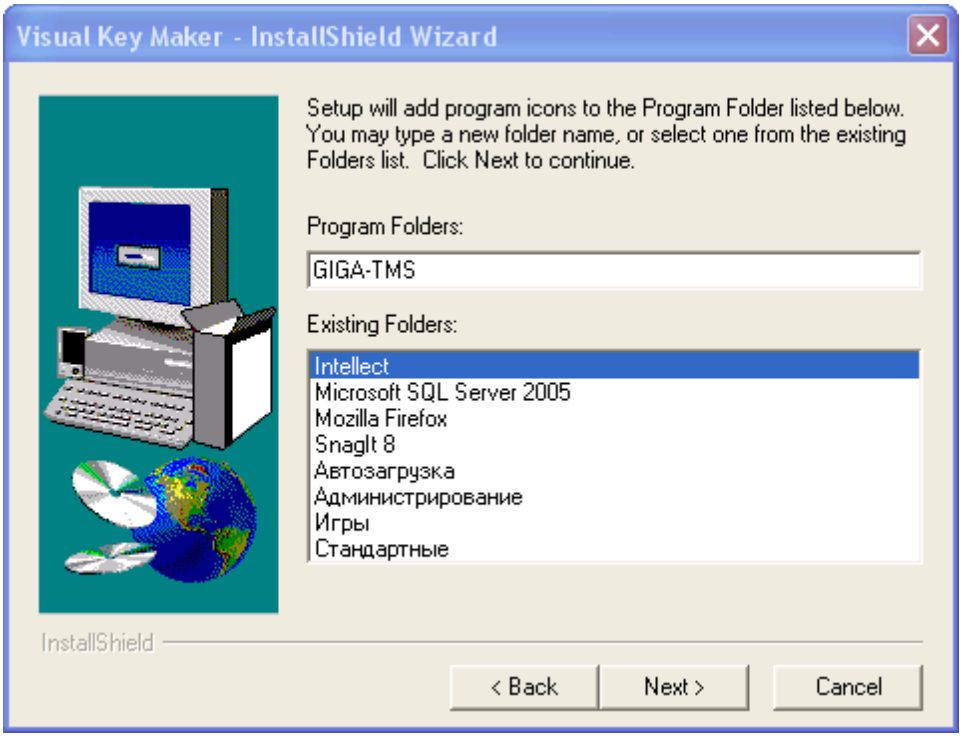

Figure 8.9-7. Name of folder, created in Windows OS Start menu
8. Enter the name of a program folder, created in Windows OS “Start” menu (displayed by selecting “Start” -> “All programs”), where the launching commands for this program will be displayed (Figure 8.9-7).